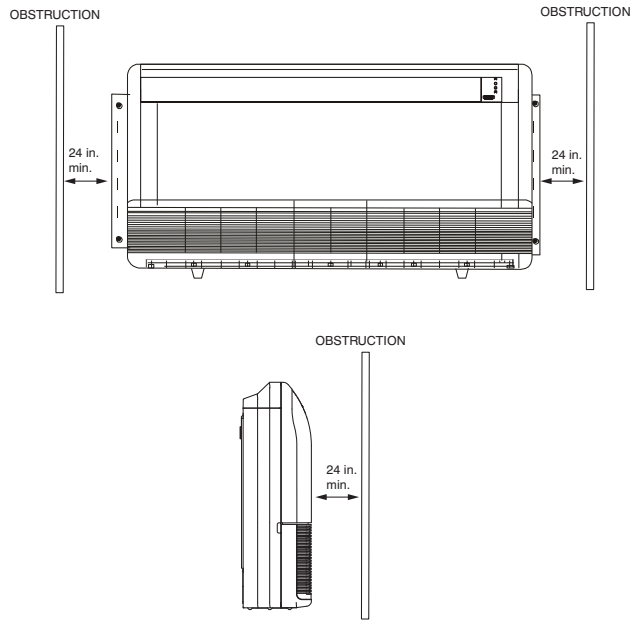

Fig. 5 —Distance from Wall or Obstruction
- The unit should be at least 24 in. from a wall or similar obstruction. See Fig. 5.